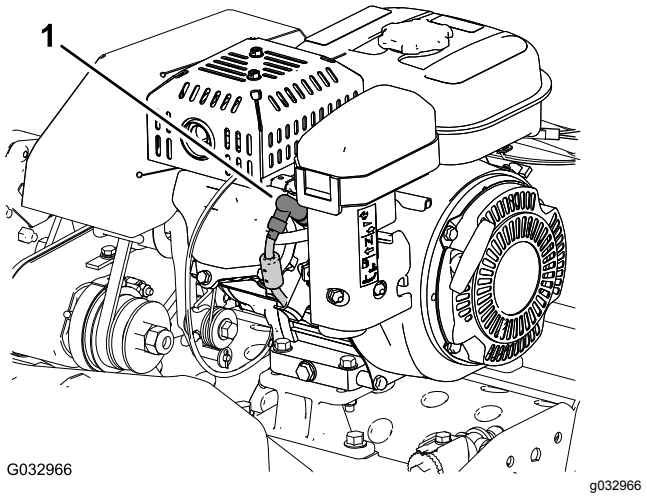

Figura 1
5. Rimuovete il cappellotto dal morsetto della candela (Figura 1).